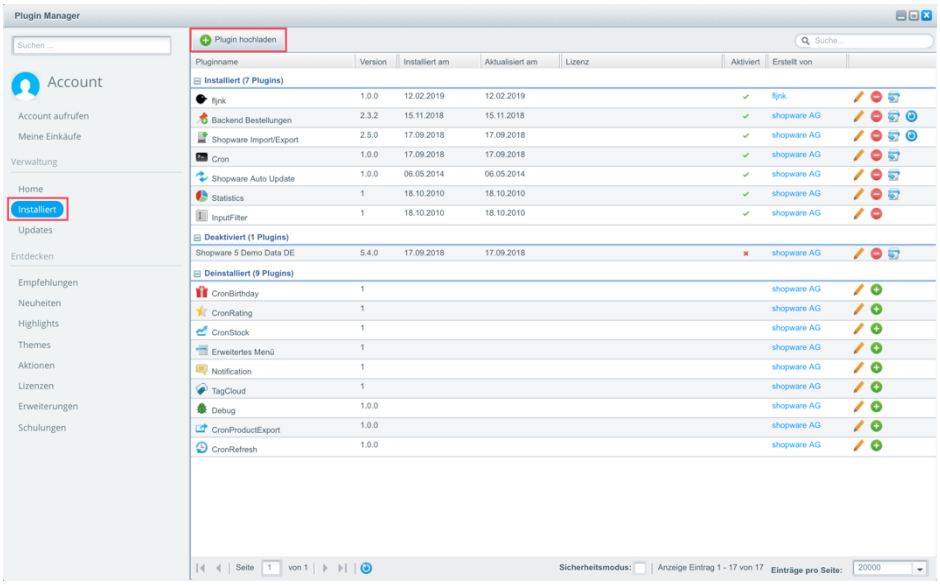

Abbildung 18: Installation des fljnk Plugins über den Plugin Manager
6. Nachdem Sie das Plugin hochgeladen haben, erscheint es im Bereich „Deinstalliert“. Sie können das Plugin nun installieren, aktivieren und individuell einrichten vgl. Abb. 18. Die Einrichtung des Plugins erklären wir Ihnen ausführlich in Kapitel 1.3.